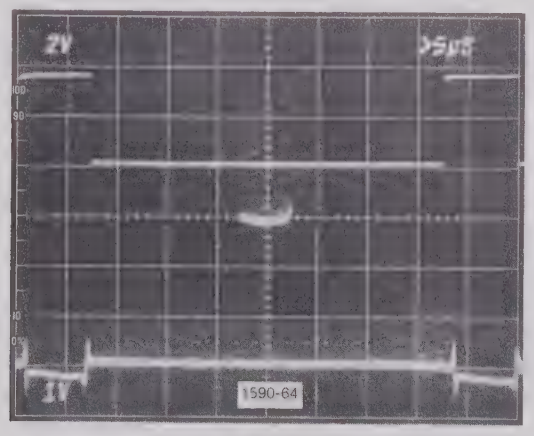

Fig. 6-19. Horizontal centering.
f. Adjust - R868 (Horizontal Amplifier Centering, on the Horizontal Amplifier board) to align the pulse with the graticule centerline (The ghost pulse at the center of Fig. 6-19).
j. Adjust - The Horizontal Center adjustment R4868 to align the trace with the center vertical graticule line. (The ghost pulse at the center of Fig. 6-19).